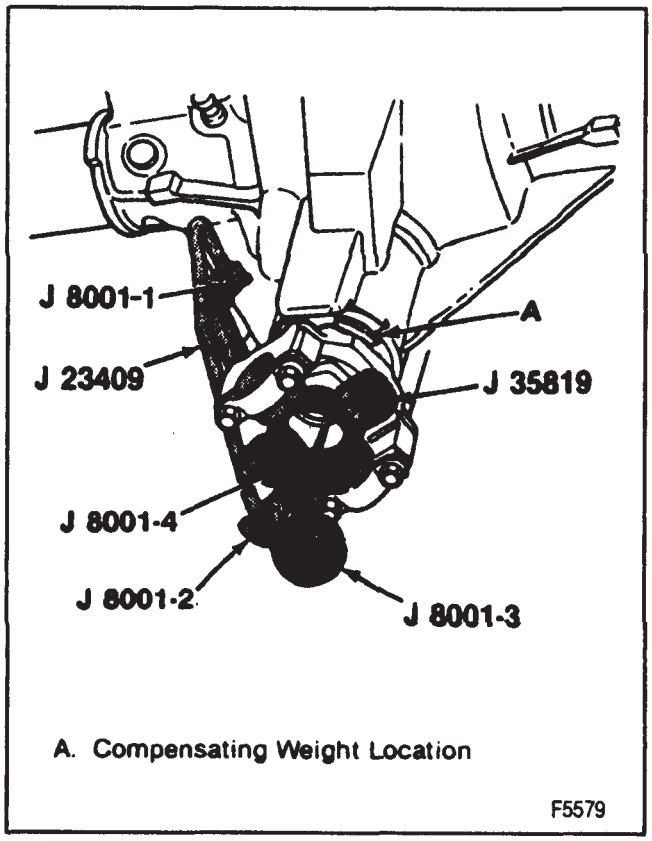

Figure 6—Pinion Flange Runout Measurement
3. Install J 35819 and J 8001 or equivalent (figure 6).